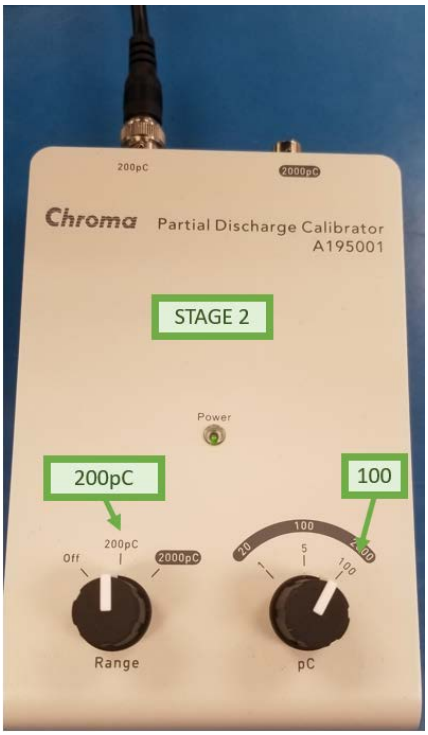

Figure 9
7. Leave the **A195001 Verification Kit** connected and change the **pC** dial to **100** (See Fig. 9).